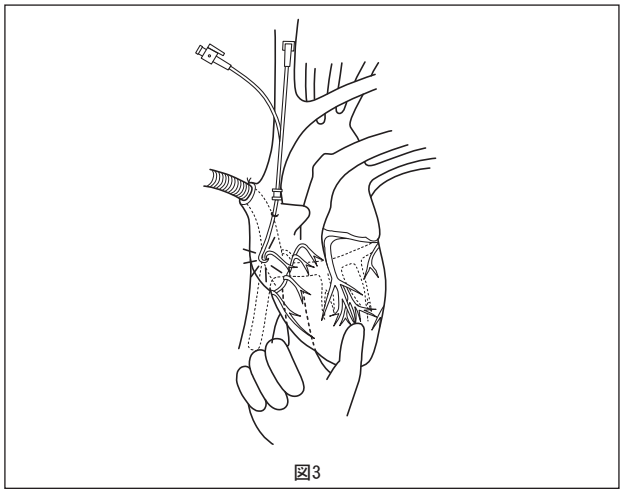

図3
5. 可動式スーチャーリングを必要な場所にスライドさせ、縫合糸でカニューレをターニケットに固定します。圧モニタリングラインを閉塞しないでください。固定後すぐに、カニューレの位置を再度確認してください（図3）。